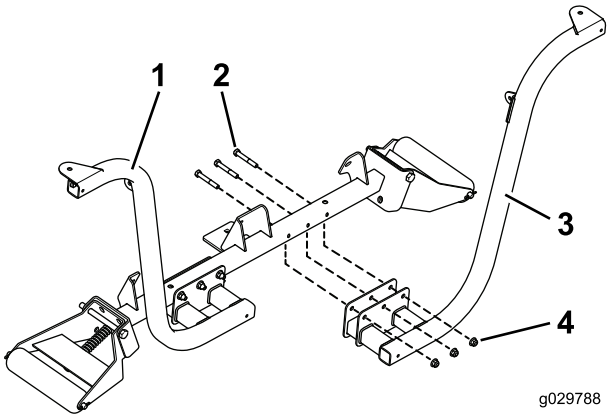

Bild 10
1. Befestigen Sie die rechten und linken Scheinwerferhalterungen mit sechs Schrauben (3/8" x 2-1/2") und Bundmuttern (3/8") vorne am Rollenstützrohr, wie in Bild 10 abgebildet.